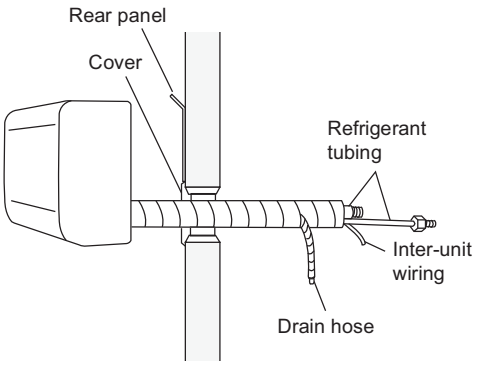

Fig. 1-77
(1) Shape the refrigerant tubing so that it can easily go into the wall hole. (Fig. 1-77)